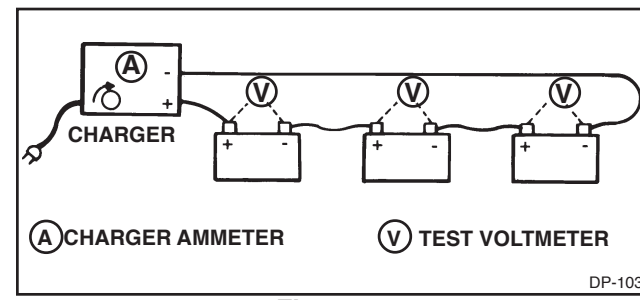

Figure 1.
With the Series Chargers, the batteries are connected so that each battery receives the same amount of charging current. (See Fig. 1 for typical hook-up.)
2. Connect batteries to charger as shown in Figure 1. Do not exceed the charger's voltage capabilities by connecting too many batteries. Make sure all connection are clean and tight. Set charging rate within 5-10 ampere range and maintain this charging rate throughout the charging procedure.
B. Freedom Batteries: Check for green dot indication. Shake or tilt batteries at hourly intervals to see if green dot will stay visible. Also check terminal voltage of each battery with test voltmeter connected, as shown in Figure 1. While on charge, if voltage across battery is 16.0 volts or more, or if green dot appears, remove battery from charger. Any battery that becomes hot (125˚F, 52˚C), as determined by touching and feeling the case, or any battery that violently gasses, should be removed from the charger for testing. Readjust control to maintain same charging rate on remaining batteries as charged batteries are removed.